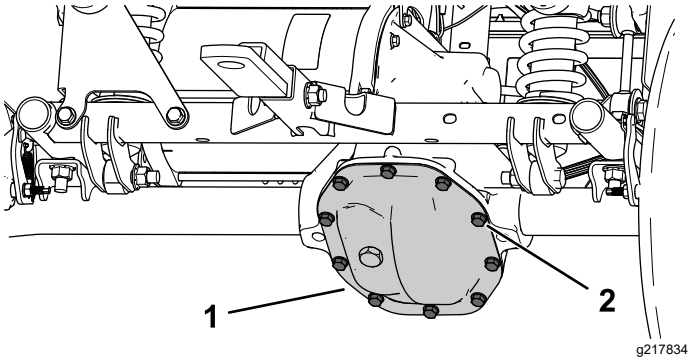

Figur 52
1. Plasser et tappefat under transakseldekselet (Figur 52).
2. Fjern boltene fra transakseldekselet, og tøm væsken helt (Figur 52).